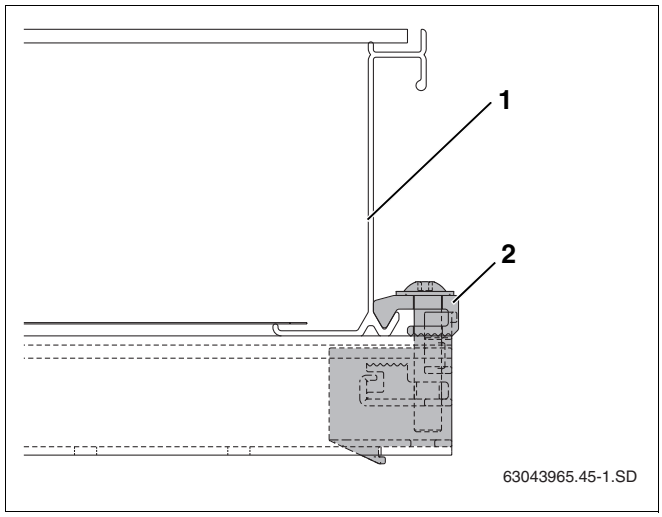

Abb. 47 Verschraubter einseitiger Kollektorspanner
- Kollektor (Abb. 47, **Pos. 1**) vorsichtig an den einseitigen Kollektorspanner schieben und waagerecht ausrichten.
- Einseitigen Kollektorspanner mit dem Schlüssel SW5 verschrauben (Abb. 47, **Pos. 2**).
Der Niederhalter (Abb. 47, **Pos. 2**) des Kollektorspanners greift jetzt in der unteren Kollektorkante.